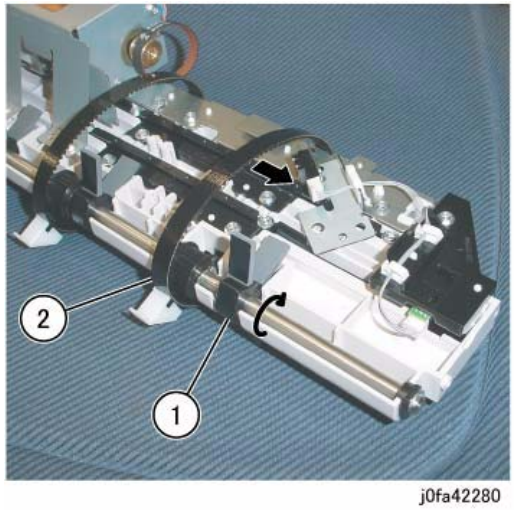

Figure 2 Removing the Eject Belt
7. Remove the Eject Belt (Figure 2):